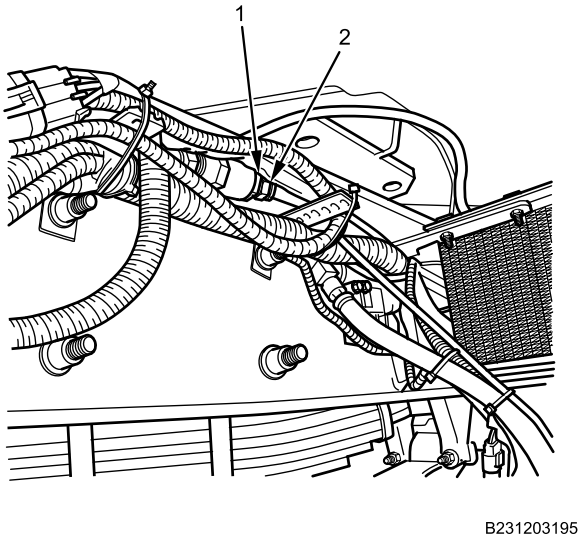

Figure 13. Quick Connect Air Hose Rear of Transfer Case Oil Cooler.
15. Connect air line (Figure 13, Item 2) on double check valve quick connect fitting (Figure 13, Item 1).